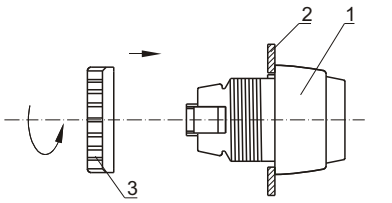
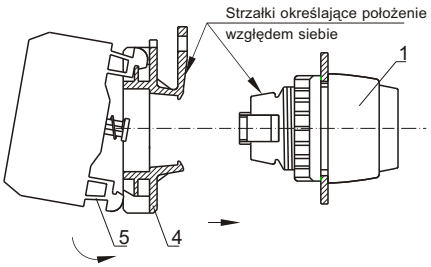

Rys.2.
Rys.3.
Przyciski sterownicze lub lampki sygnalizacyjne mocuje się w otworach pulpitu (tablicy) sterowniczego. Po włożeniu napędu (1) w znormalizowany otwór pulpitu (2), należy na część napędu znajdującego się pod pulpitem nakręcić nakrętkę (3) co spowoduje unieruchomienie napędu (1) rys.2. Następnie na napęd (1) należy zatrzasnąć korpus pośredni (4) zwracając uwagę na wzajemne usytuowanie strzałek pokazane na rys.3.